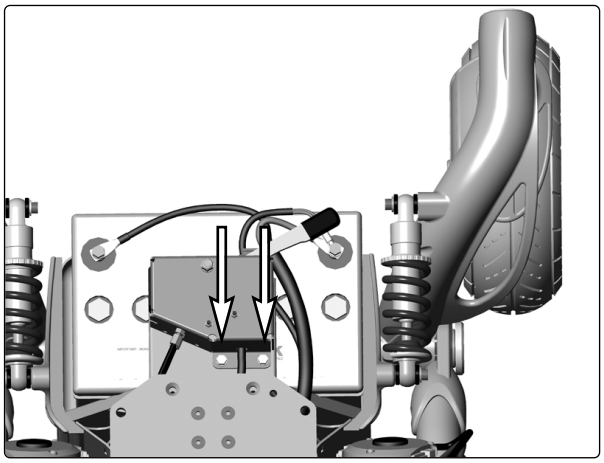

Abb. 30. Bremsfreigabemechanismus, befestigt mit zwei Schrauben.
4. Demontieren Sie den Bremsfreigabemechanismus, der mit zwei Schrauben befestigt ist; s. Abb. 30.